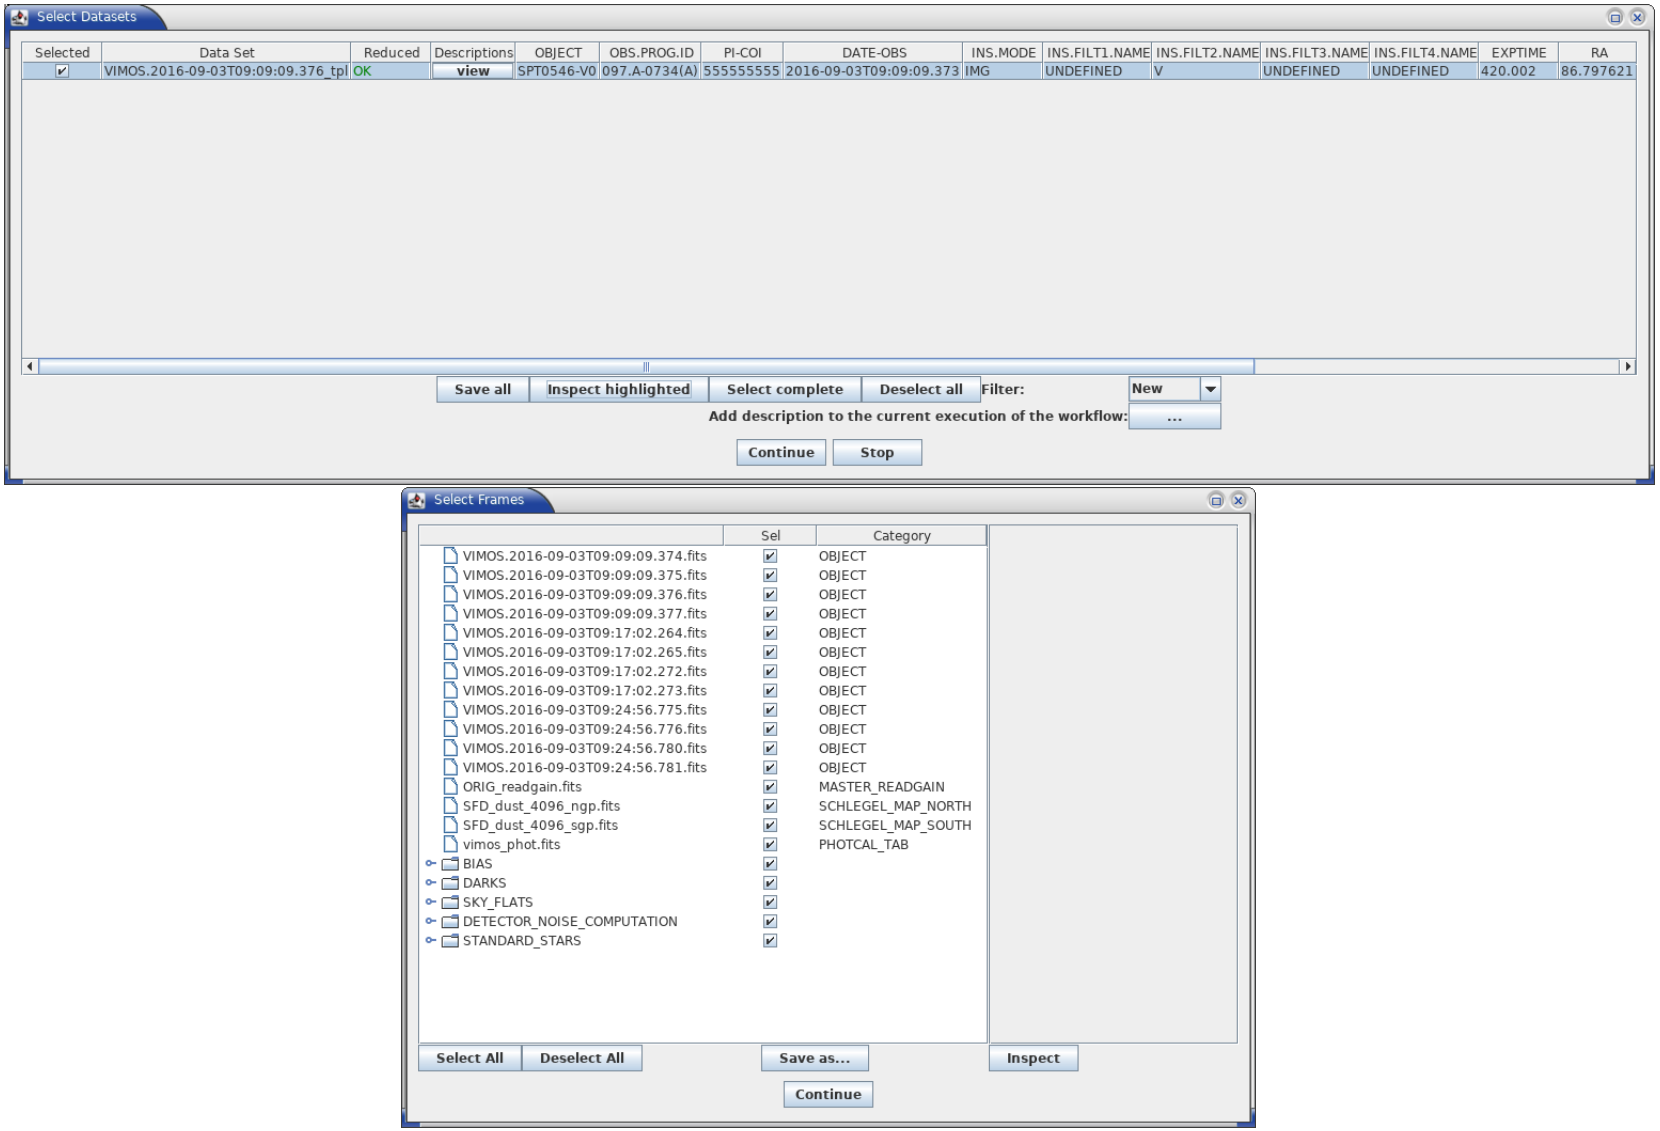

Figure 5.3: Top: "Select DataSets" window. **Bottom:** "Inspect highlighted" window showing details of the VIMOS demo data set.
7. The `Data Set Chooser` actor will be highlighted next and will display a "Select Datasets" window (see Figure 5.3) that lists the datasets along with the values of a selection of useful header keywords[4]. The first column consists of a set of tick boxes which allow the user to select the datasets to be processed. By default all complete datasets which have not yet been reduced will be selected. A full description of the options offered by the `Data Set Chooser` will be presented in Section 7.3.2.
The `DataSetChooser` displays the DataSets available in the “Select Data Sets” window, activating vertical and horizontal scroll bars if necessary (Fig. 5.3).